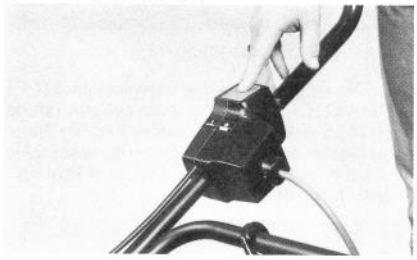

Afbeelding 10
3. Duw de veiligheidsschakelaar in de stand AAN. **I** Het mes roteert zodra de motor gestart is (Afb. 10) ⊛.